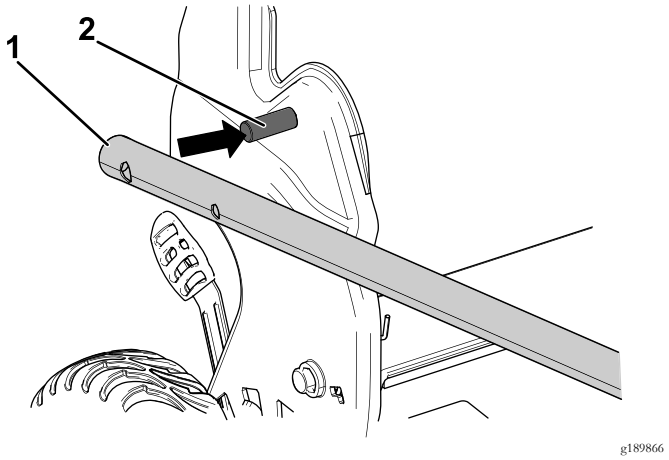

Рисунок 4
2. Вставьте торцевые части рукоятки в корпус газонокосилки так, чтобы штифт, прикрепленный к каждому кронштейну рукоятки, находился в нижнем отверстии соответствующей торцевой части рукоятки (Рисунок 4).